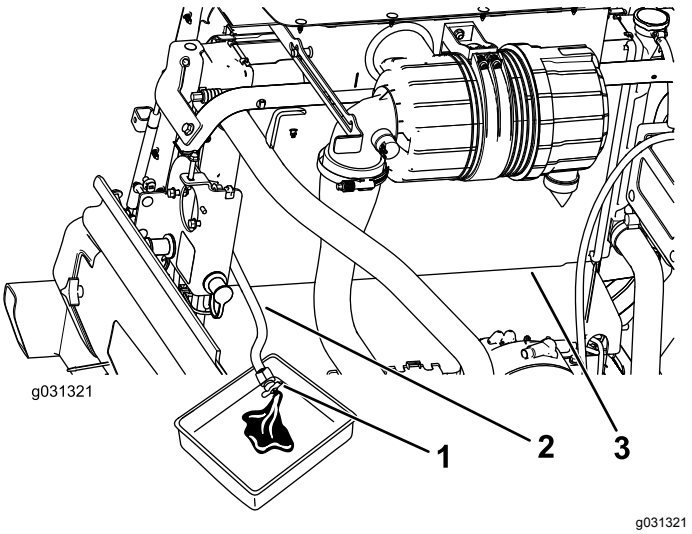

Figur 124
3. Med radiatortappeslangen plassert i et tappefat, åpne tappeventilen på radiatorslangen og tøm væsken i et tappefat (Figur 124).
4. Steng ventilen på radiatortappeslangen (Figur 124).